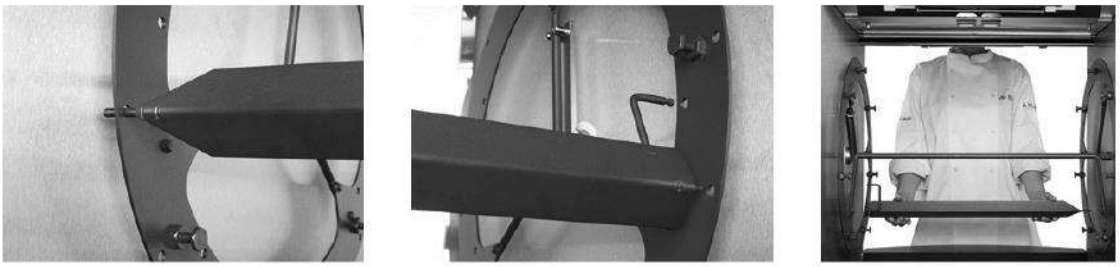

Figura 14
- Coloque la varilla a la izquierda en la perforación pequeña exterior en el plato del rotor. La parte posterior de la varilla debe estar hacia usted (vea la Figura 14).